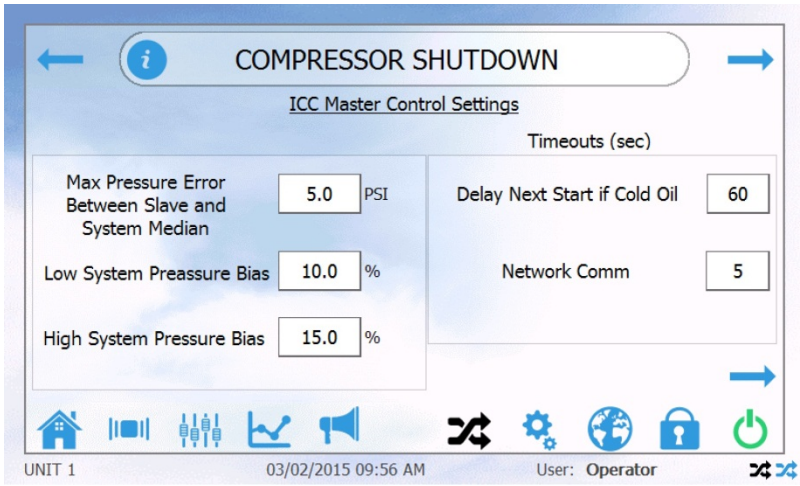

FIGURE 3-21
4. Use the icon located at the top of the operator interface to scroll to the next ICC Master Control Settings Screen. Configure the parameters to the desired values (see Chapter 6 of this manual for parameter details). Reference Figure 3-21.